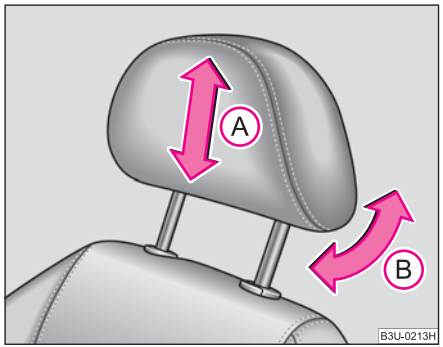

Fig. 57 Adjusting head restraint
– Grasp the side of the head restraint with both hands and push it up or down in direction of arrow (A) ⇒ page 76, fig. 57. Best protection is achieved if the top edge of the head restraint is at the same level as the upper part of your head ⇒ page 151, fig. 137.
The head restraints of the front seats can be adjusted for angle and height ⇒ page 76, fig. 57, the outer head restraints at the rear can be adjusted for height (about 15 mm). The middle rear head restraint is fixed.